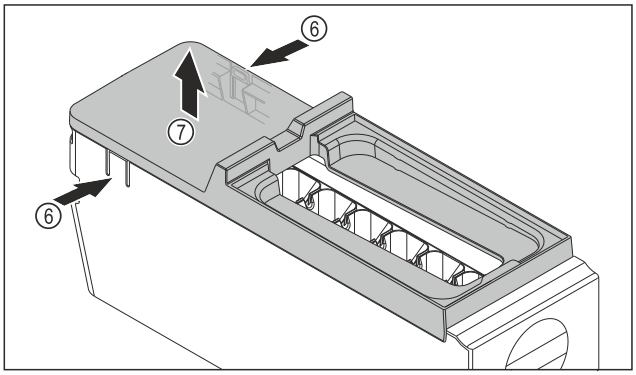

Fig. 183
▶ Afdekking van de EasyTwist-Ice-corpus wegnemen: Strips *Fig. 183 (6)* aan beide zijden van de EasyTwist-Ice-corpus met een hand indrukken.
▶ Afdekking *Fig. 183 (7)* met de andere hand van bovenaf wegnemen.